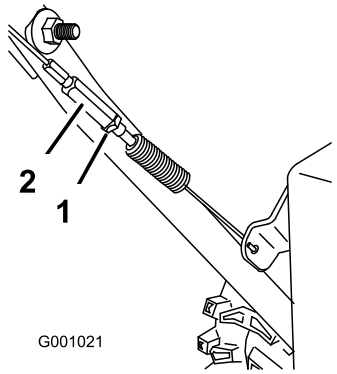

Rysunek 38
3. Dokręć przeciwnakrętkę (Rysunek 38).